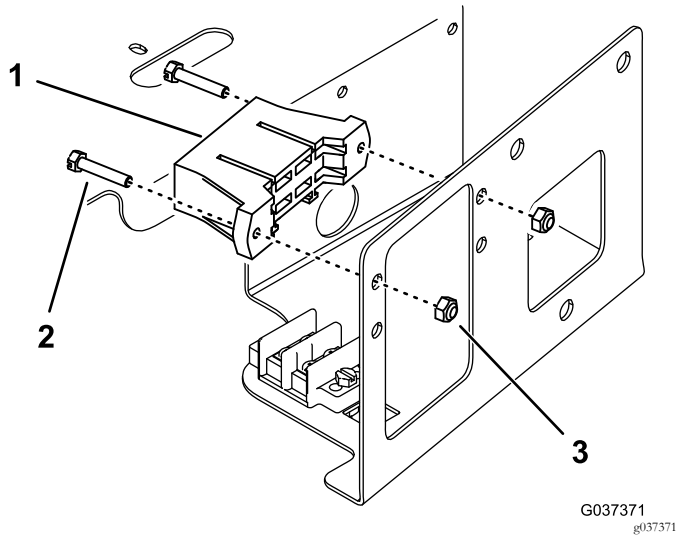

Figur 4
4. Monter sikringsblokken til siden av rommet (over den eksisterende sikringsblokken) med to skruer og to låsemuttere (Figur 4).